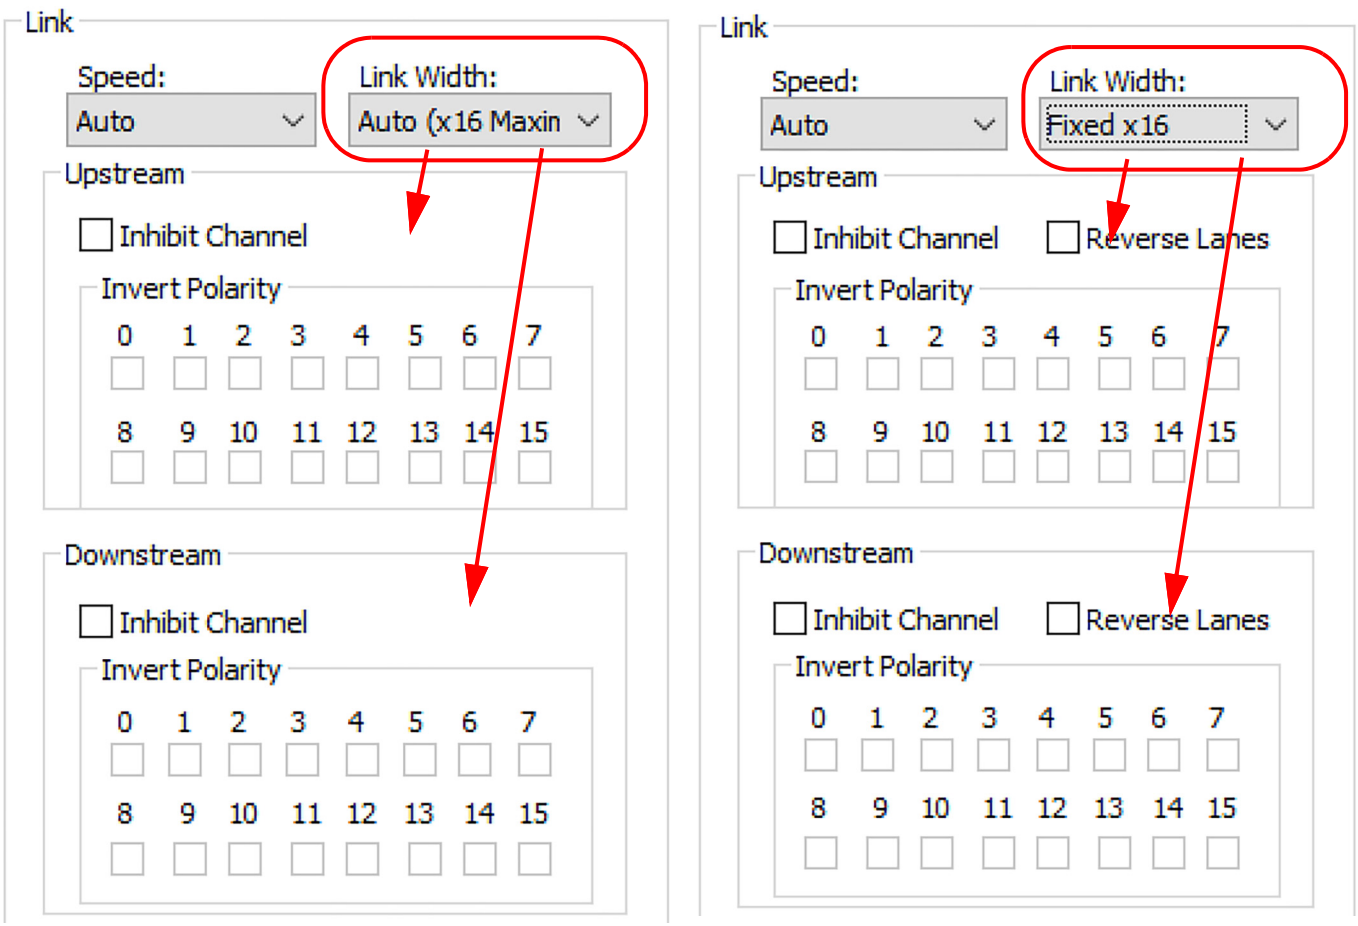

Figure 5.26: T316 Link Width: Auto -> No Lane Reversal,
- If an Auto Link Width is selected, there is no Lane Reversal. If a Fixed Link Width is selected, the Reverse Lanes checkbox is enabled. See Figure 5.26 on page 248 for the T316. Other Summit T3 and T2 analyzers have the same behavior.